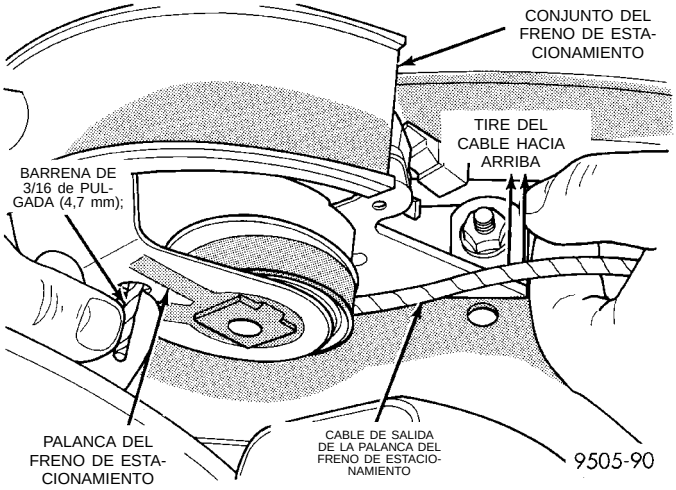

Fig. 137 Instalación del cerrador en el mecanismo del freno de estacionamiento
(5) Baje el mango de la palanca del freno de estacionamiento.
(6) Tome con fuerza el cable de salida de la palanca de estacionamiento con la mano y tírelo hacia atrás (Fig. 137). Continúe tirando del cable
hasta que se pueda insertar una barrena de 3/16 pulgada (4,7 mm) en el mango y el sector dentado del mecanismo del freno de estacionamiento (Fig. 137). Esto trabará el mecanismo del freno de estacionamiento y le quitará tensión a los cables de dicho freno.